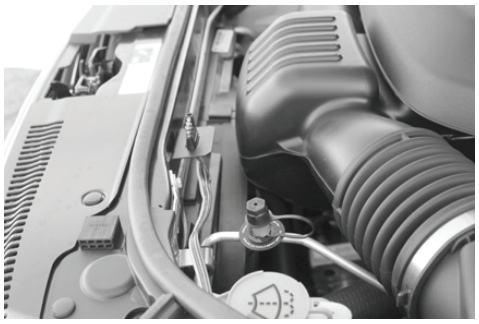

Figure 7
12. Locate the front frame rail that goes across the front of the vehicle. Locate a suitable position to mount the 4-Flat bracket shown in **Figure 7**. Using the bracket as a template mark the two holes and drill two 3/32" holes and attach the bracket using the two remaining screws.